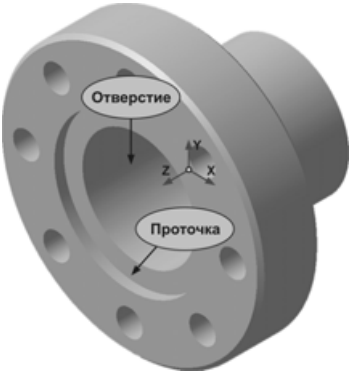

Рис. 8.142
- Вставьте в сборку деталь **Фланец нижний** (рис. 8.142). Точкой вставки укажите точку начала координат сборки.
Вначале сборку необходимо дополнить деталью **Прокладка** между двумя фланцами. В детали **Фланец нижний** созданы параметрические зависимости и ассоциации, позволяющие влиять на ее размеры. Размеры детали **Прокладка** зависят от диаметров проточки и отверстия на **Фланце** (рис. 8.142). То есть, проектирование нужно выполнять в контексте сборки.